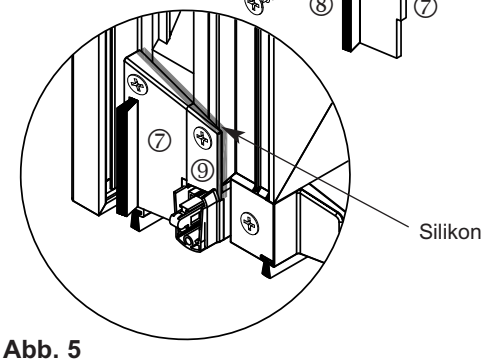

Abb. 5
- M637 **7** wird in M636 **9** eingedreht, an beiden Enden vom Flügel ∅ 3 mm vorgebohrt und mit je einer Schraube ∅ 3,9 x 19 mm **10** verschrauben (siehe Abb. 5).
- Im Anschluss werden M636 **7** und M637 **9** im oberen Bereich mit Silikon abgedichtet (siehe Abb. 5).